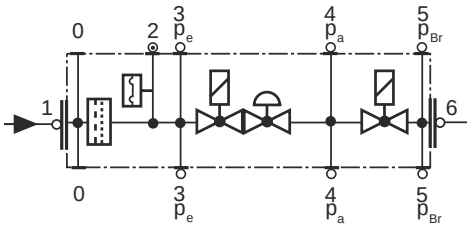

Fig. 27
- Pulire o sostituire il filtro se la differenza di pressione fra i punti 1 e 3 (Fig. 27) è $\Delta p > 10$ mbar.
- Pulire o sostituire il filtro se la differenza di pressione fra i punti 1 e 3 (Fig. 27) risulta raddoppiata dall'ultimo controllo.